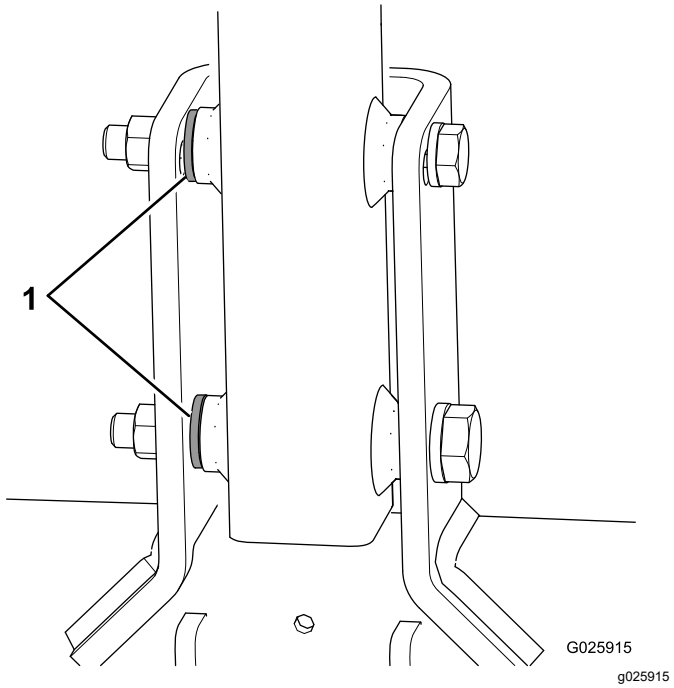

**Рисунок 6**
- Если в комплект вашей машины входит третья шайба на каждый болт, используйте эти шайбы как прокладки между сцепкой и внутренней стороной кронштейна поворота сцепки (Рисунок 6).